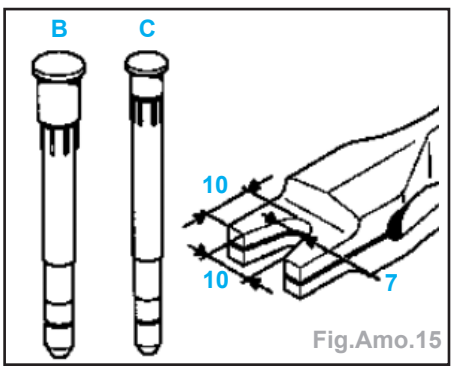

Fig.Amo.15
- A l'aide d'une lime plate et d'une queue de rat, limer le bout du bec de l'outil ainsi que le fond de gorge afin d'obtenir les cotes précisées (Fig.Amo.15).